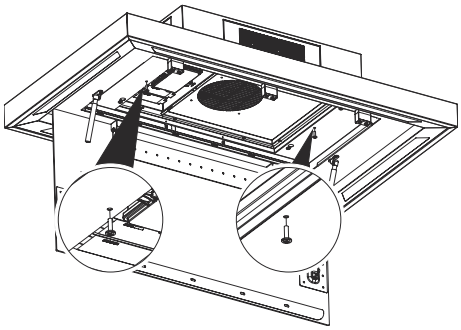

Fig. 20
4. Spänn de 2 skruvarna (Fig. 20). Klicka ihop alla kompatibla kablar.